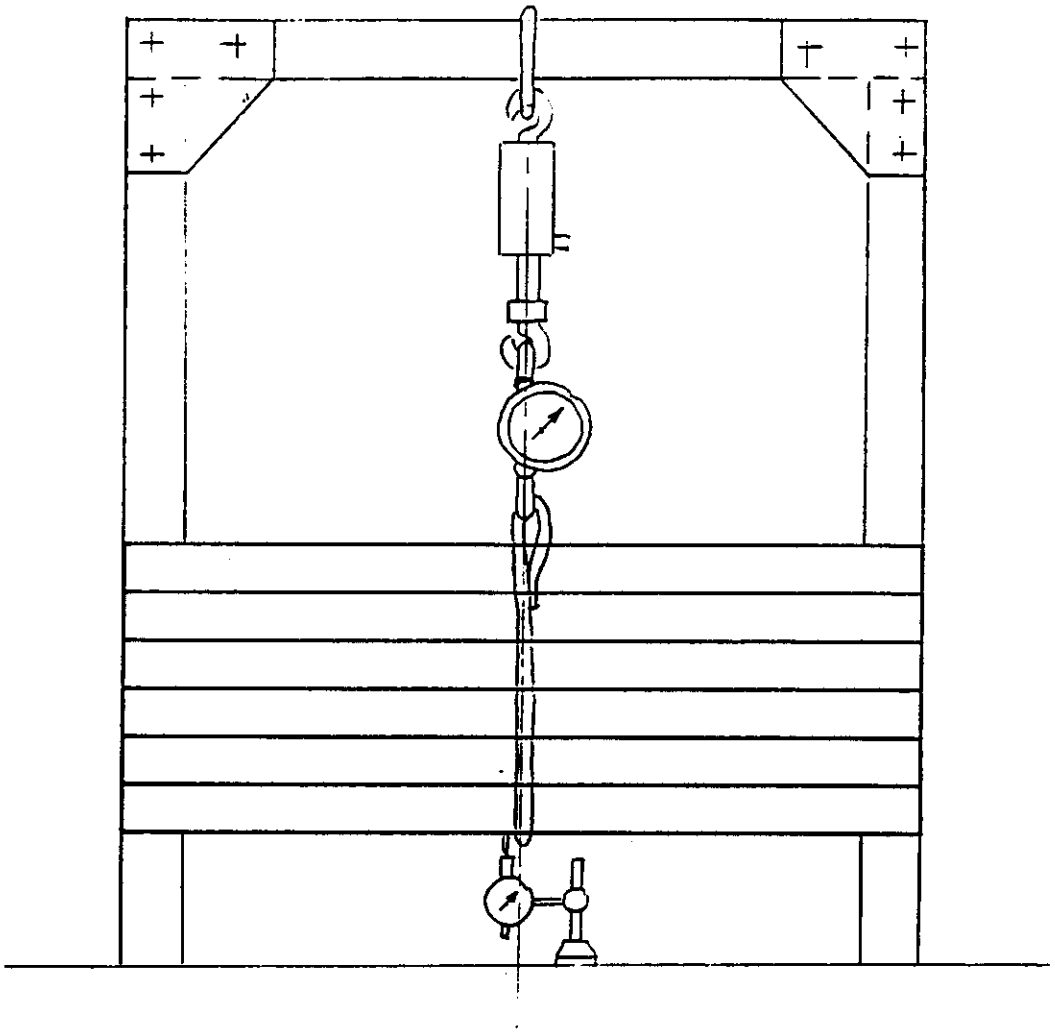

Figure 7 – Vertical Loading for Laminated Plate Stiffness and Z-Bolt Load
3.2.5 For load case # 5, a long block is held in place with a support frame and a load is applied to the center of the block as shown in Figure 7. An optional configuration for this load case is to place the long block on top of a support frame and use a press to apply the load to the block. The estimated load depends on the test purpose and the range of the test load may be from 5 to 10 tons.